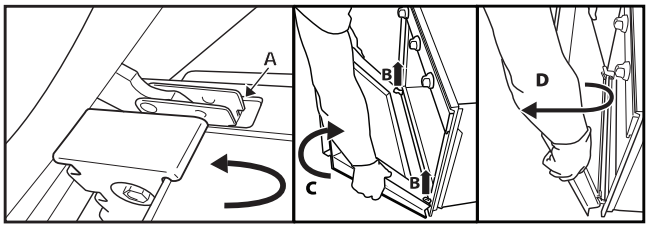

Рис. 2
3. Закрийте дверцята до кінця (A), підніміть їх (B) і поверніть (C), поки вони не вивільняться (D) (Рис. 2).